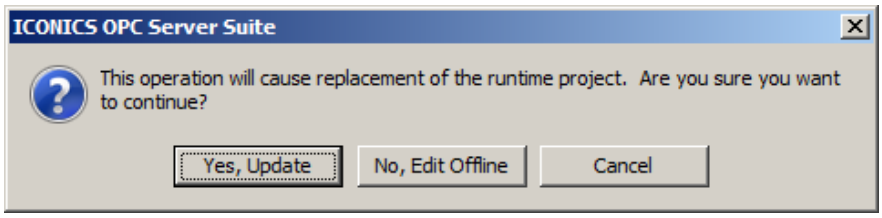

Figure L1.25 – Update OPC Server
4. Select "**Yes, Update**" if you see the following screen, as shown in Figure L1.25.